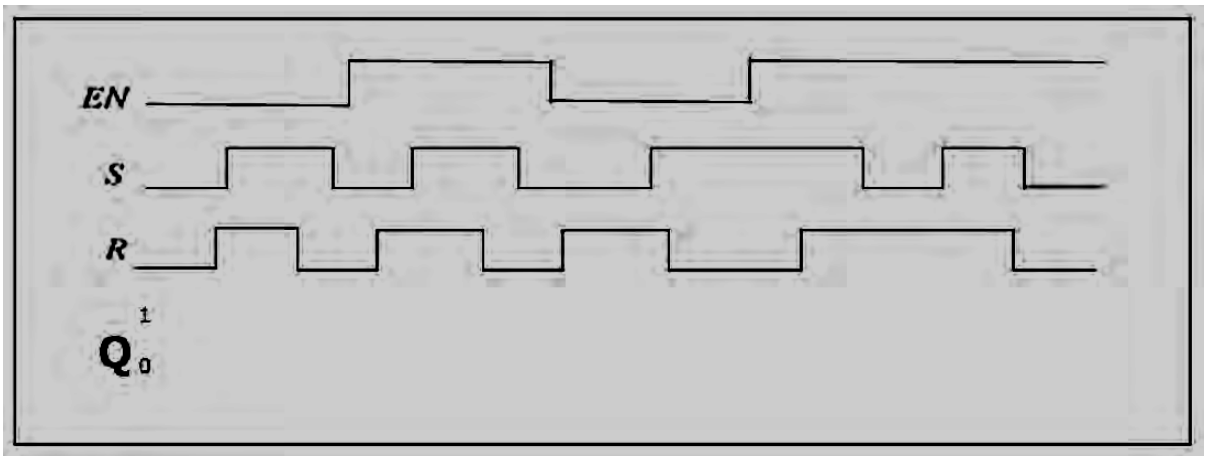

Figure 1
a. Determine the **Q output** for the input shown in ***Figure 1***. Show them in proper relation to enable (EN) input. Assume that Q starts LOW.